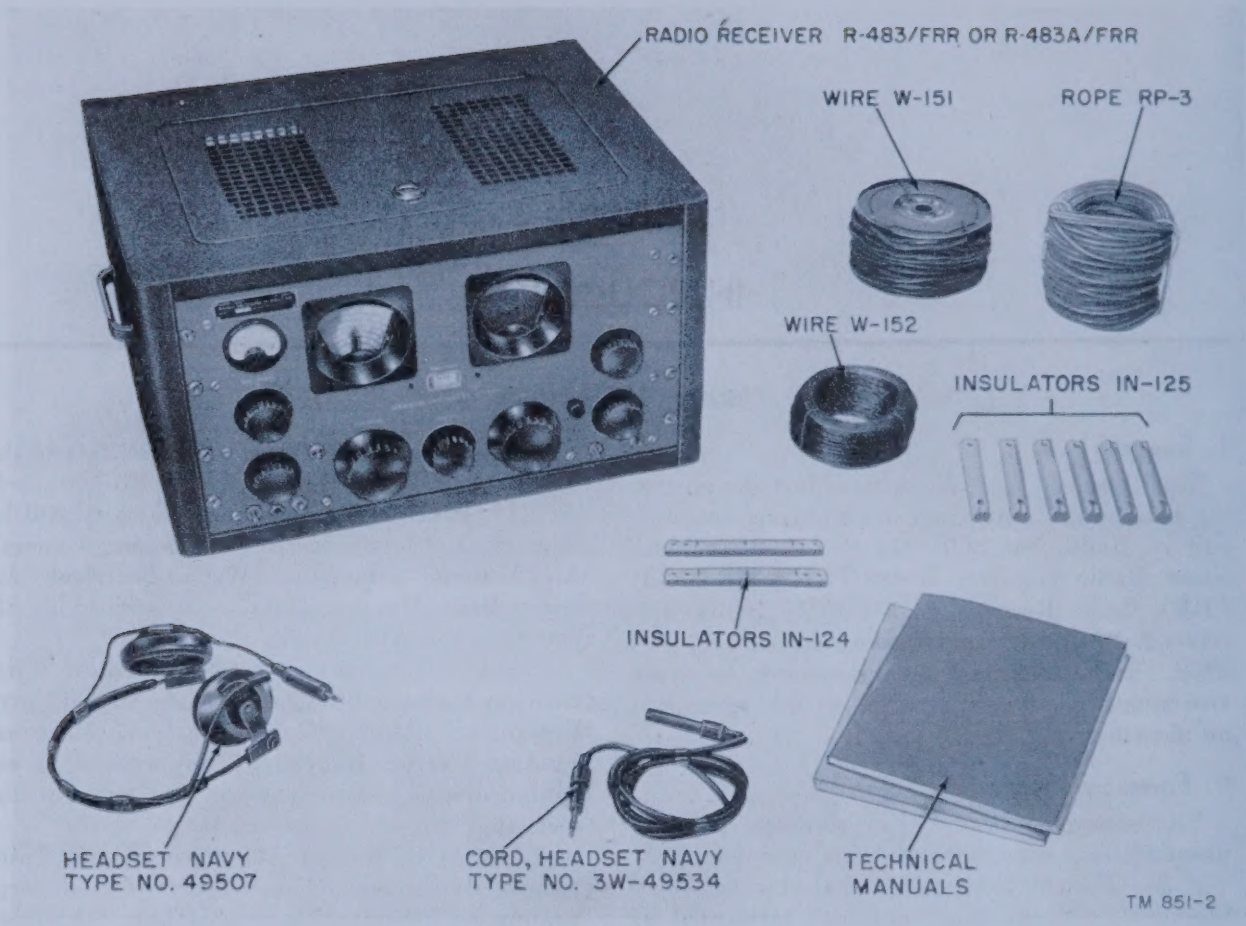

Figure 2. Radio Set SCR-244-D, operating components.
a. The various components comprising Radio Set SCR–244–D are tabulated below and are illustrated in figure 2.